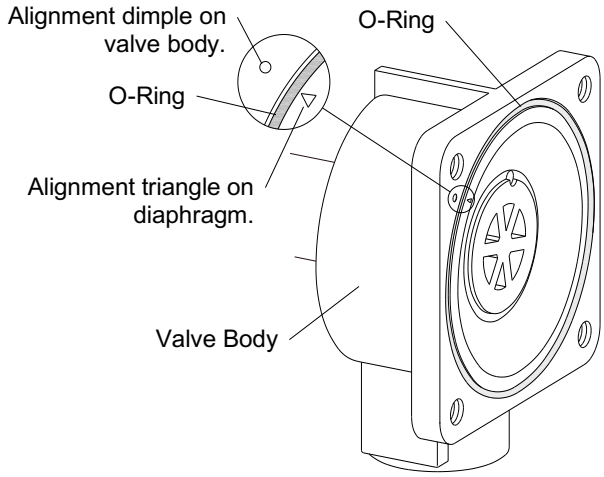

Figure 54
**7.18.2** Remove the four cover screws and remove the cover, while keeping the diaphragm in place within the body. **NOTE: Before removing the diaphragm and O-ring, note the round dimple on the upper left on the valve body and the position of the triangular shape on the upper left of the diaphragm, as shown in Figure 54. When reinstalling the diaphragm, the marks must be aligned as shown.**
**7.18.3** Reassemble using the new diaphragm and O-ring from the service kit, making sure the diaphragm is correctly aligned, as noted in Figures 54 and 55, and that the O-ring is seated into the groove.